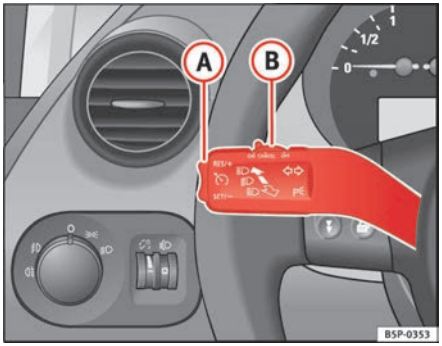

Fig. 149 Turn signal and main beam headlight lever switch and rocker switch for the cruise control
– Press the upper part **RES/+** of the rocker switch ⇒ fig. 149 (A) to increase the speed. The vehicle will continue to accelerate for as long as you keep the rocker switch pressed. When you release the switch, the new speed is stored.
Control of the set speed is switched off if you reduce speed by depressing the brake pedal. You can reactivate the control by pressing once on the upper part of the rocker switch **RES/+** ⇒ page 177, fig. 149 (A).